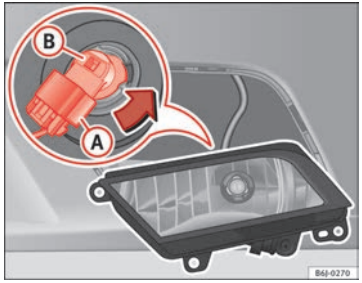

Fig. 172 Front fog light
– Remove connector ⇒ Fig. 172 (A) from the bulb.
– Turn bulb holder ⇒ Fig. 172 (B) to the left and pull.